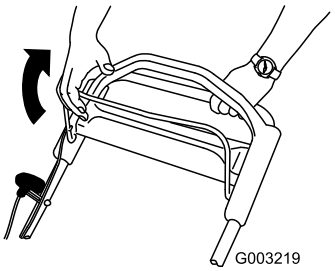

**Figur 13**
1. Dra knivstyrstången mot handtaget (Figur 13).